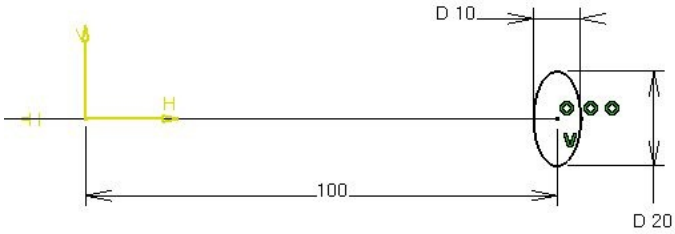

Figure 10-70 *The sweep profile*
5. Draw an ellipse for the sweep profile, as shown in Figure 10-70, and exit the **Sketcher** workbench.